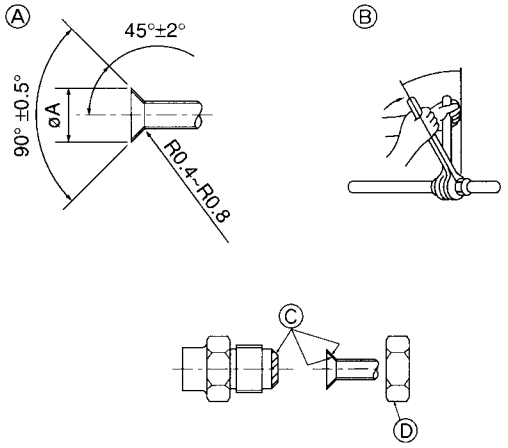

Fig. 5-1
5.1. Connecting pipes (Fig. 5-1)